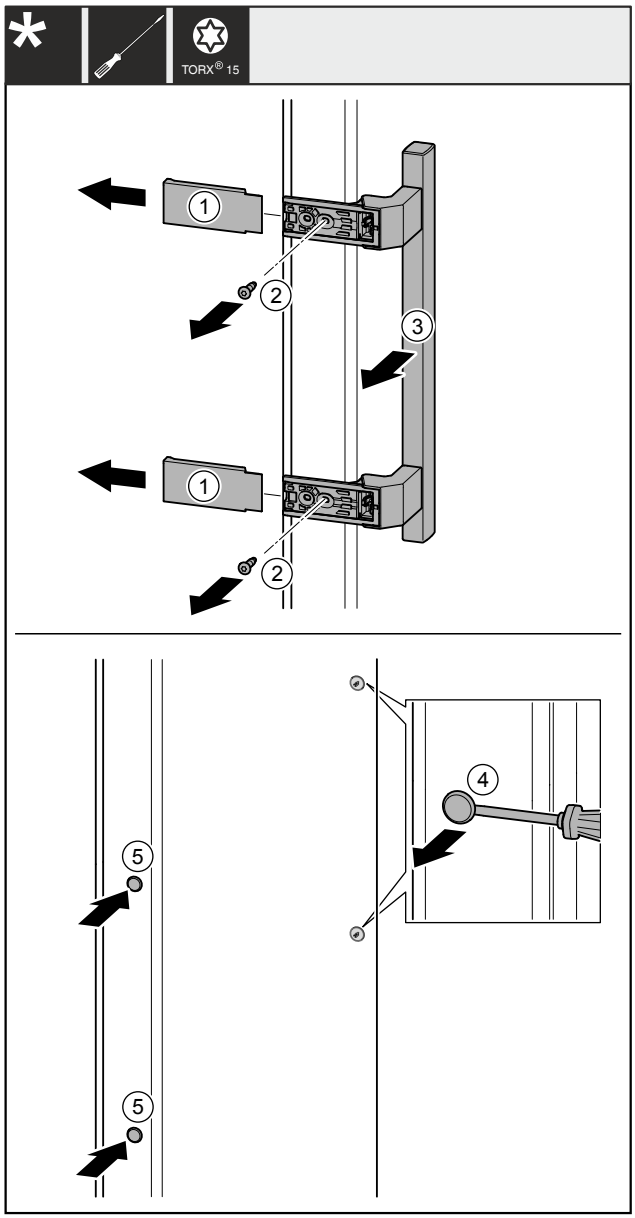

Fig. 41
▶ 拆下盖板 *Fig. 41 (1)*。
▶ 用螺丝刀将螺钉 *Fig. 41 (2)*旋开。
▶ 取下把手 *Fig. 41 (3)*。
▶ 用带槽螺丝刀小心地提起侧边的堵头 *Fig. 41 (4)*并将其拉出。
▶ 将堵头 *Fig. 41 (5)*重新放入另一个侧。